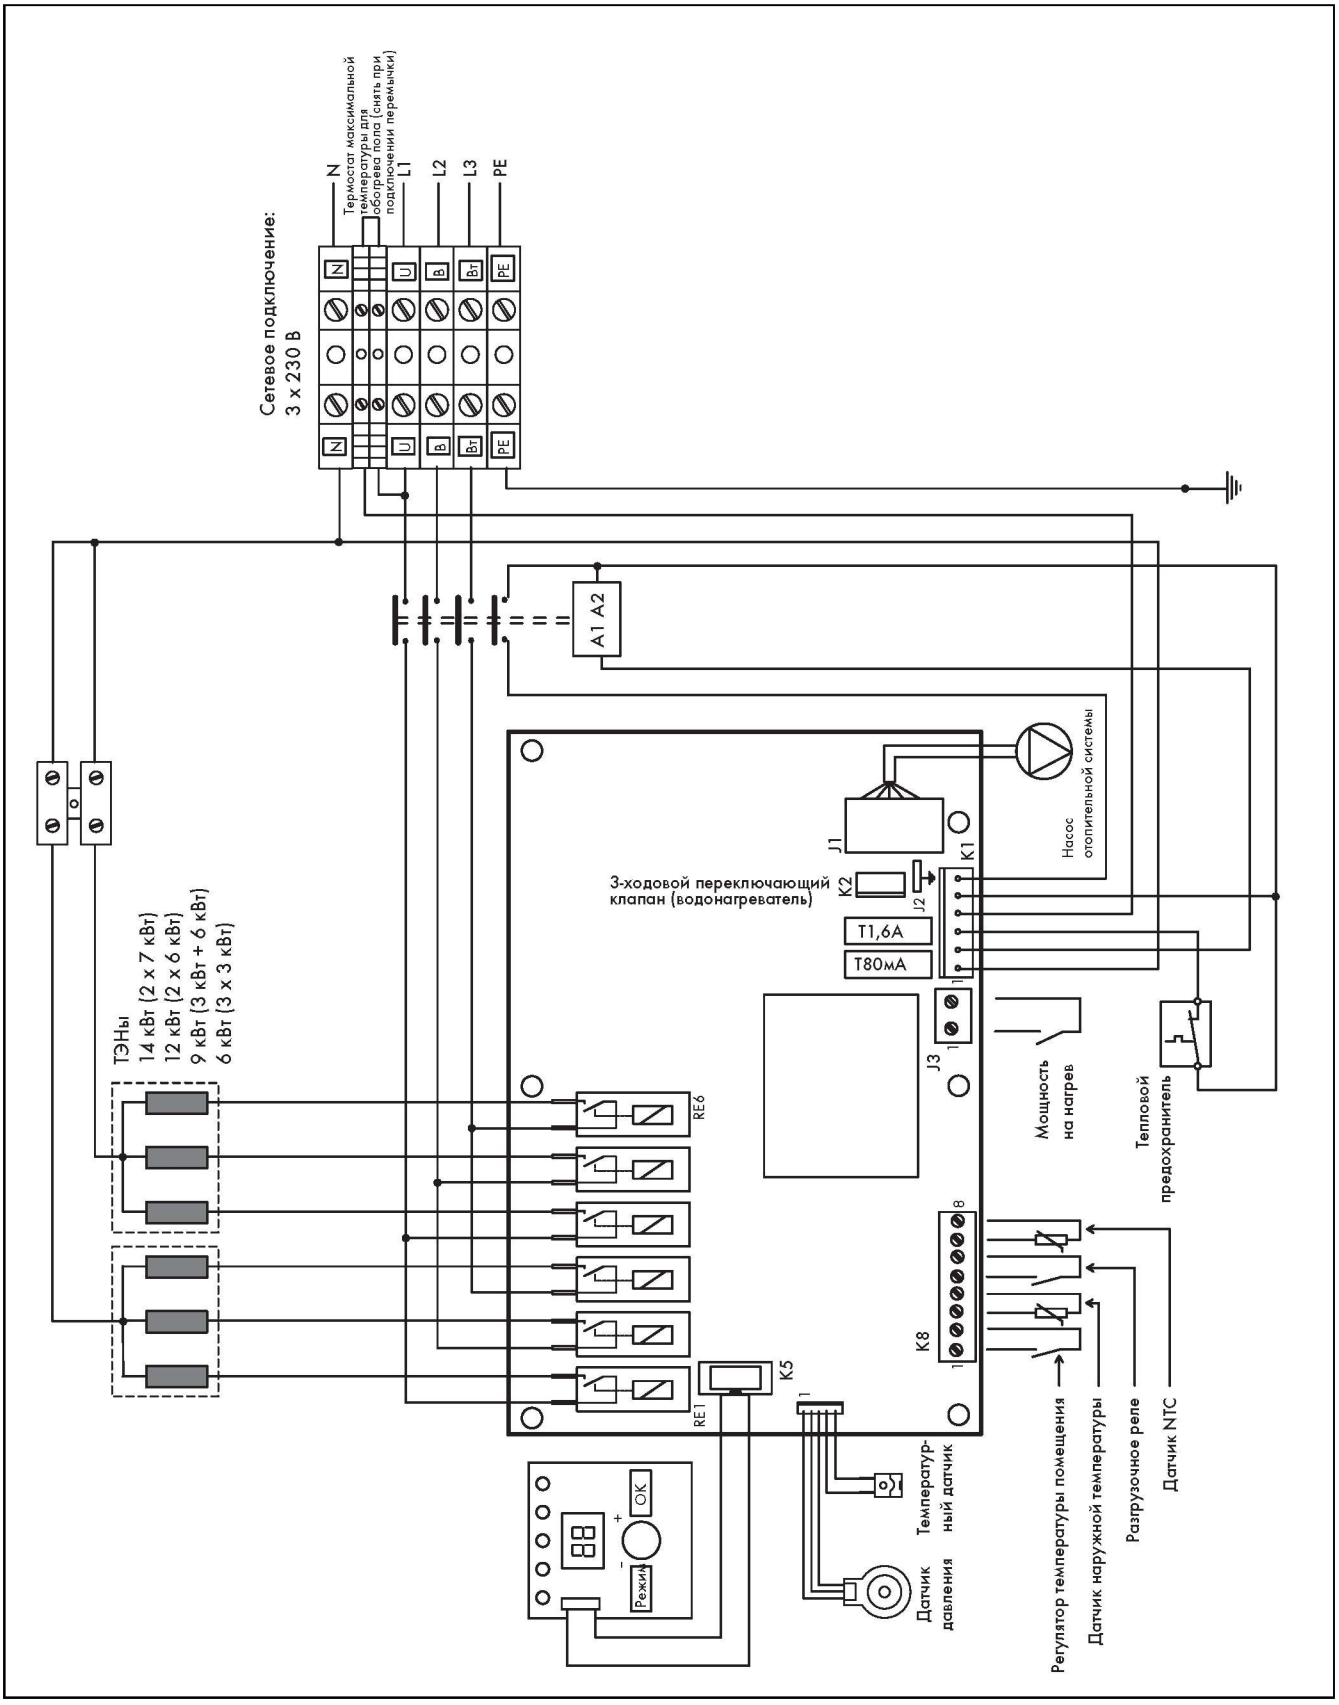

Рис. 5.2 Схема соединений для VE 6, VE 9, VE 12, VE 14
- ➤ Проведите сетевую подводящую линию через кабельный ввод (1) слева на нижней стороне прибора.
- ➤ Подсоедините соединительный кабель к соответствующим винтовым клеммам (→ **Рис. 5.2 – 5.4**).
- ➤ Снимите перемычку с клеммы J3 (мощность на нагрев) (→ **Рис. 5.2 – 5.4**).
Внешнее разгрузочное реле подключается к контактам 5 и 6 штекерного соединения K8 (→ **Рис. 5.2 – 5.4**).